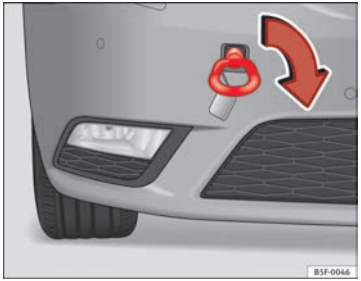

Fig. 174 Right side of the front bumper: towline anchorage screwed in
– Screw the towline anchorage into the screw connection as far as it will go ⇒ Fig. 174 and tighten with the wheel brace.